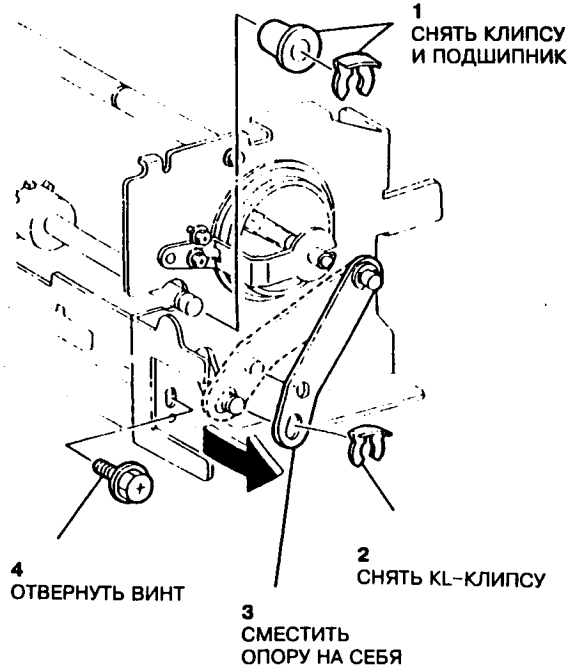

Рис.1 Снятие клипсы и подшипника
6. Снять клипсу, подшипник и винт на передней стороне машины (рис.1).